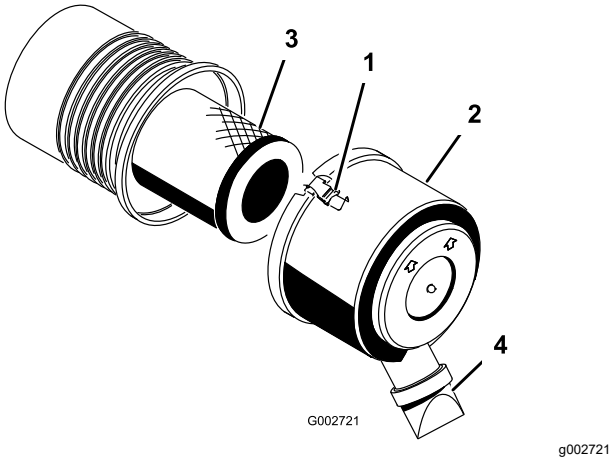

Figur 27
1. Lossa spärrhakarna som fäster luftrenarkåpan på luftrenarhuset (Figur 27).